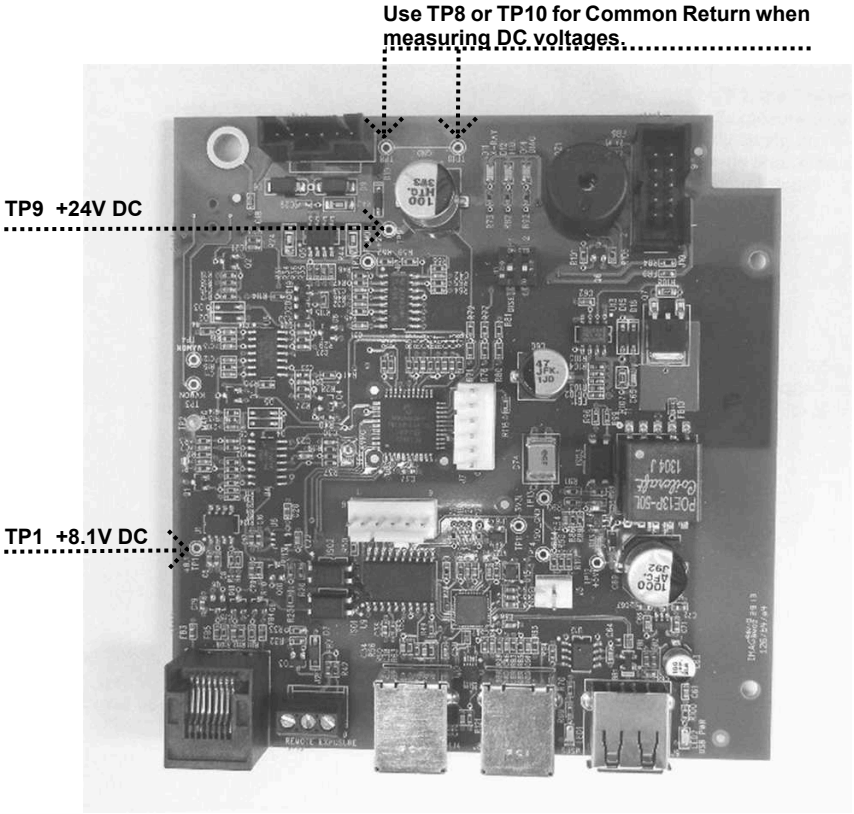
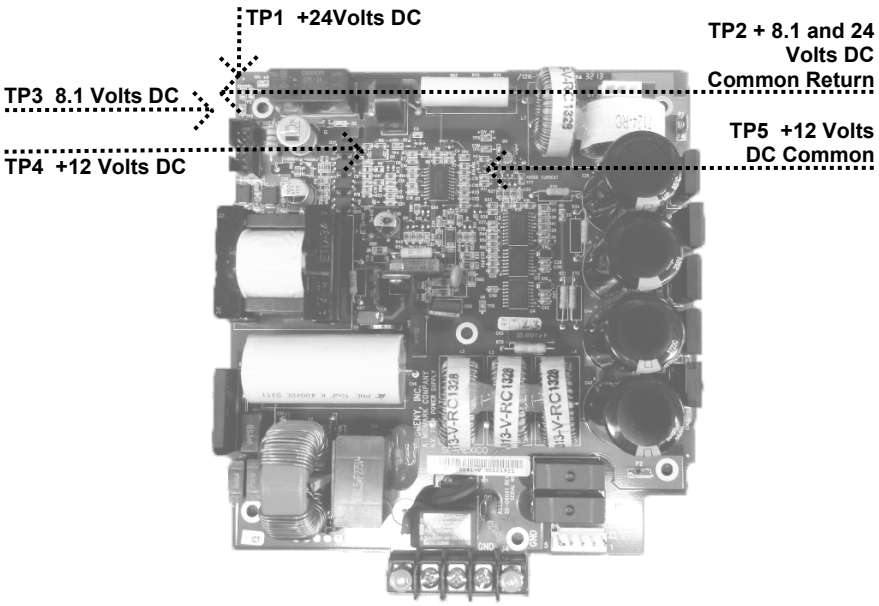

Figure 62
Figure 63 Power Supply Board 30-08041
2. On the Power Supply Board, *Figure 63*, use TP2 as a common test point to check TP1 +24 volts DC and TP3 8.1 volts DC. Then, use TP5 as the common return to check TP4 for the presence of +12 volts DC, as shown in *Figure 62*. Should any of these voltages not be present, replace the Power Supply Board.